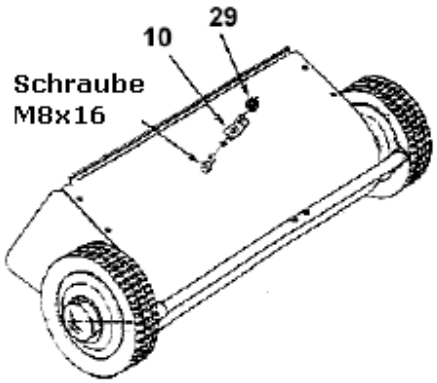

Abbildung 1
- Befestigen Sie mit Hilfe der Schraube M8x16 und der Sicherungsmutter (29) das Winkelblech (10) am Kehrbehälter.
- Vergewissern Sie sich, dass das Winkelblech (10) wie in der Abbildung 1 angebracht wird und ziehen Sie die Schraube M8x16 dann an.